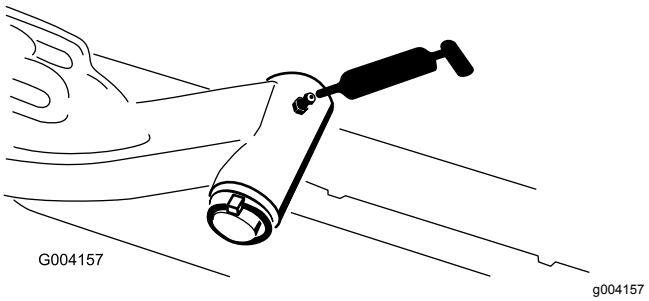

Figuur 77
- Draaias van hefarm (1) (Figuur 77)